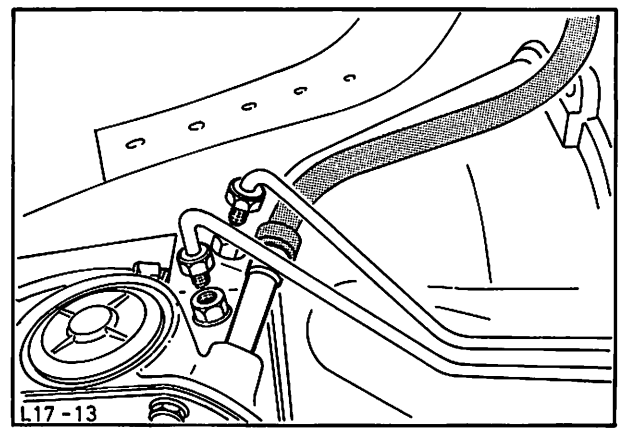

Abb. 25 Öleinfüllrohr
14. Getriebeflansch-Schrauben (8) entfernen und Öleinfüllrohr herausziehen. Abb. 25. Um das Getriebe vor Verschmutzung zu schützen, Öleinfüllöffnung verschließen. Getriebe vorsichtig herausheben.